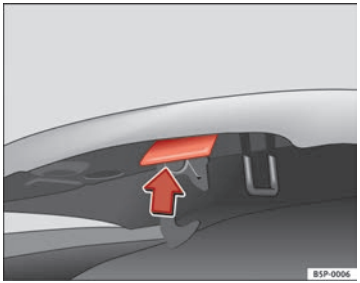

Abb. 168 Öffnungsgriff unterhalb der Motorraumklappe
– Den Hebel unterhalb der Motorraumklappe nach oben ⇒ Abb. 168 drücken. Dabei wird der Fanghaken entriegelt.